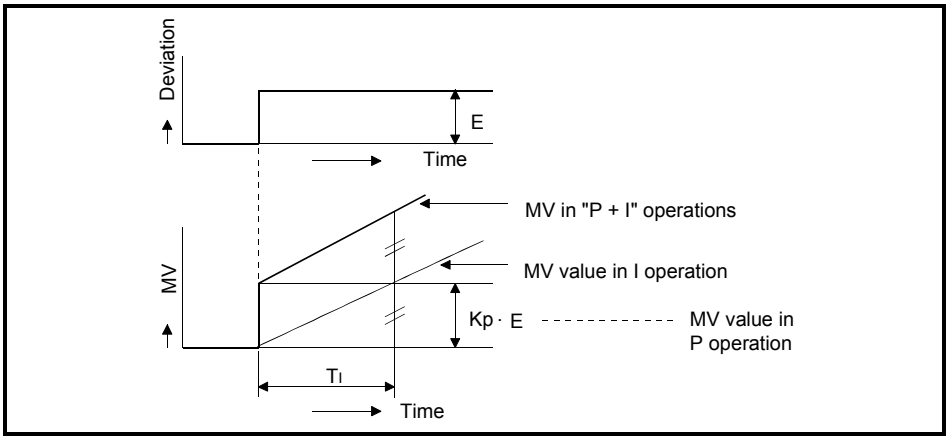

Fig. 4.3 Integral Operation with a Constant Deviation
(3) The integral operation in step response with a constant E (deviation) is illustrated in Fig. 4.3.